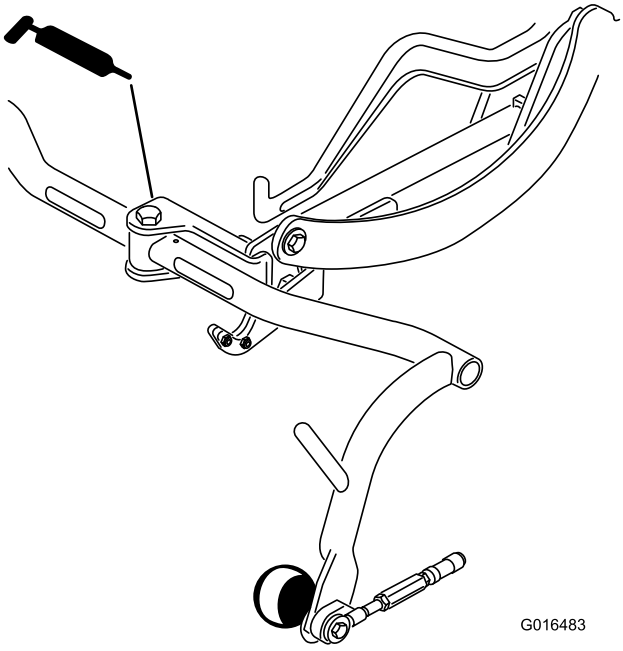

**Figur 37**
- Bærerammens svingledd (3) Figur 37